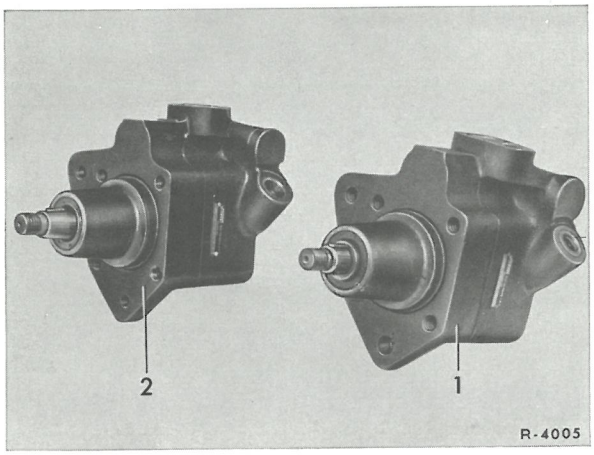

Fig. 46-20/1
1 Vingemøtrik (3) på forrådsbeholderen skrues af, og dæksel (2) trykfjeder samt dæmpningsplade tages af (fig. 46-20/2). Med en sprøjte suger man olien ud af forrådsbeholderen.